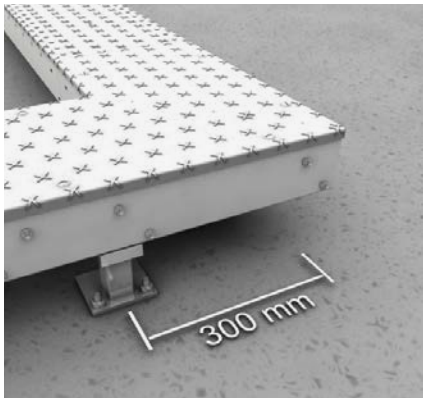

Abb. 1: Stützabstand
2. Für alle Formteile, Richtungsänderungen oder offene Enden gilt: Der maximale Abstand von 300 mm, bezogen auf das Formteilende bzw. die Unterstützung, ist einzuhalten (siehe Abb. 1).